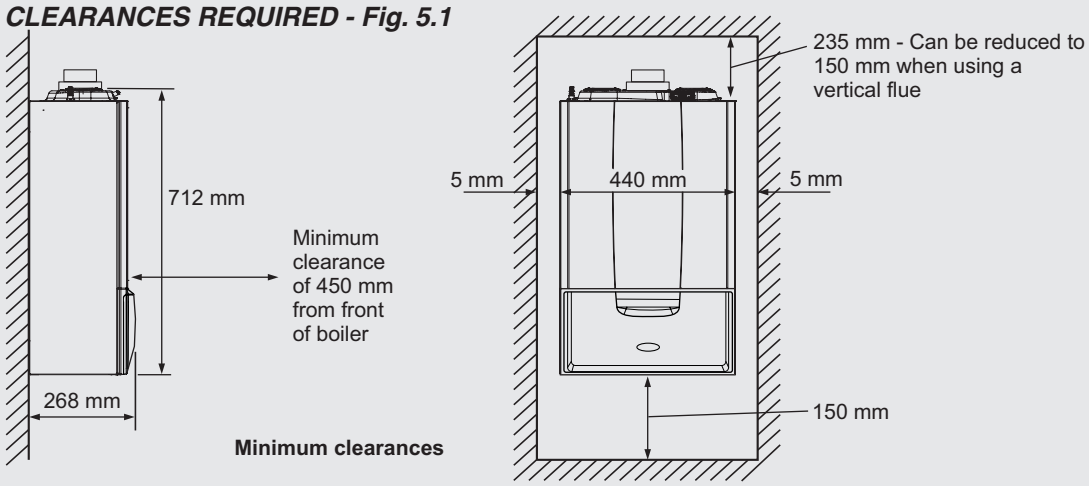

Fig. 5.1
4.2 CLEARANCES REQUIRED - Fig. 5.1